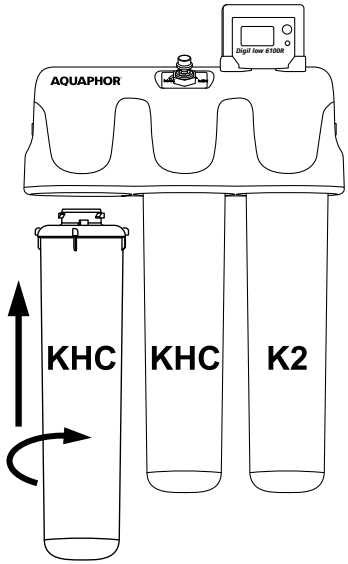

Рис. 3.
- Отвинтите все использованные фильтрующие картриджи против часовой стрелки (см. рис. 3).